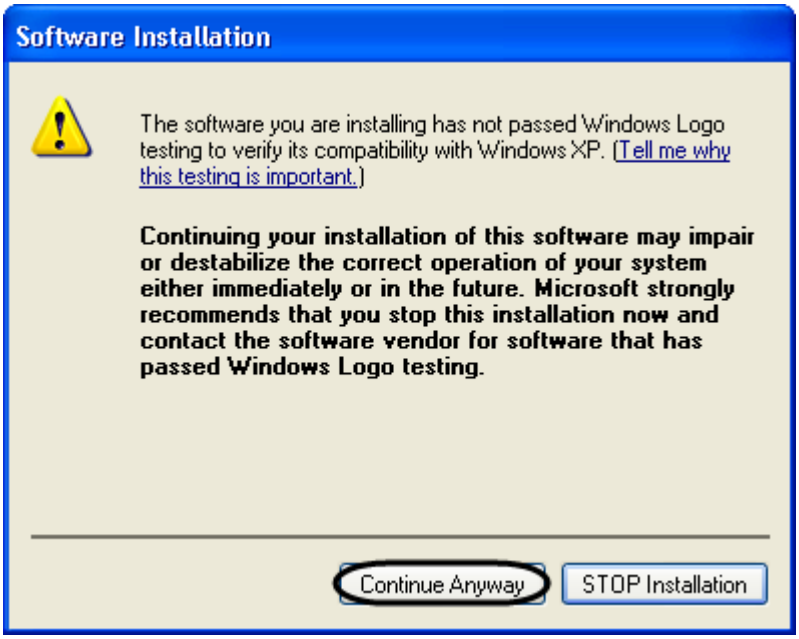

Figure 5.1-40 The "Software Installation" dialog box
The "Software Installation" dialog box is displayed (Figure 5.1-40).
20.To continue the installation, click the "Continue Anyway" button (Figure 5.1-40).